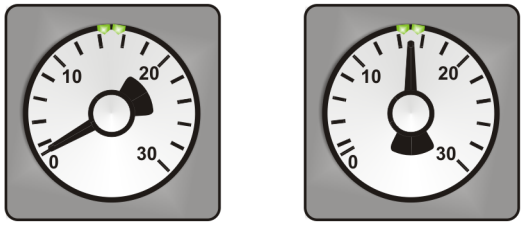

**FIGURE 14: INFLATABLE SEAL PRESSURE GAGE**
4. Finally, the inflatable seal can be re-inflated by turning the shut-off valve handle counterclockwise. Check the pressure gage on the inflatable seal regulator to see if the pressure increases to 15 psi ± 5 psi (Figure 14). Needle should be pointing between the two small green marks on the dial.
7. Finally, the inflatable seal can be re-inflated by turning the shut-off valve handle counterclockwise. Check the pressure gage on the inflatable seal regulator to see if the pressure is increasing to 15 psi ± 5 psi (Figure 14).